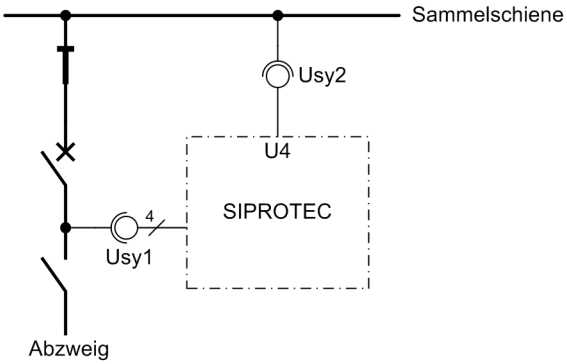

Bild 3-32 Messspannungen zur Synchronkontrolle — Beispiel
- Nun wird bei offenem Leitungstrenner der Leistungsschalter zugeschaltet (siehe Bild 3-32). Beide Spannungswandler erhalten so die gleiche Spannung.